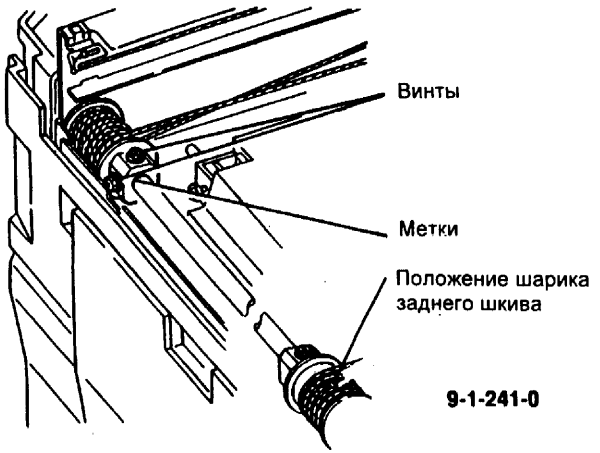

Рис. 10 Выравнивание шкива и затягивание винтов
10. (Рис. 10) Выровняйте шкив по меткам, затем затяните винты.